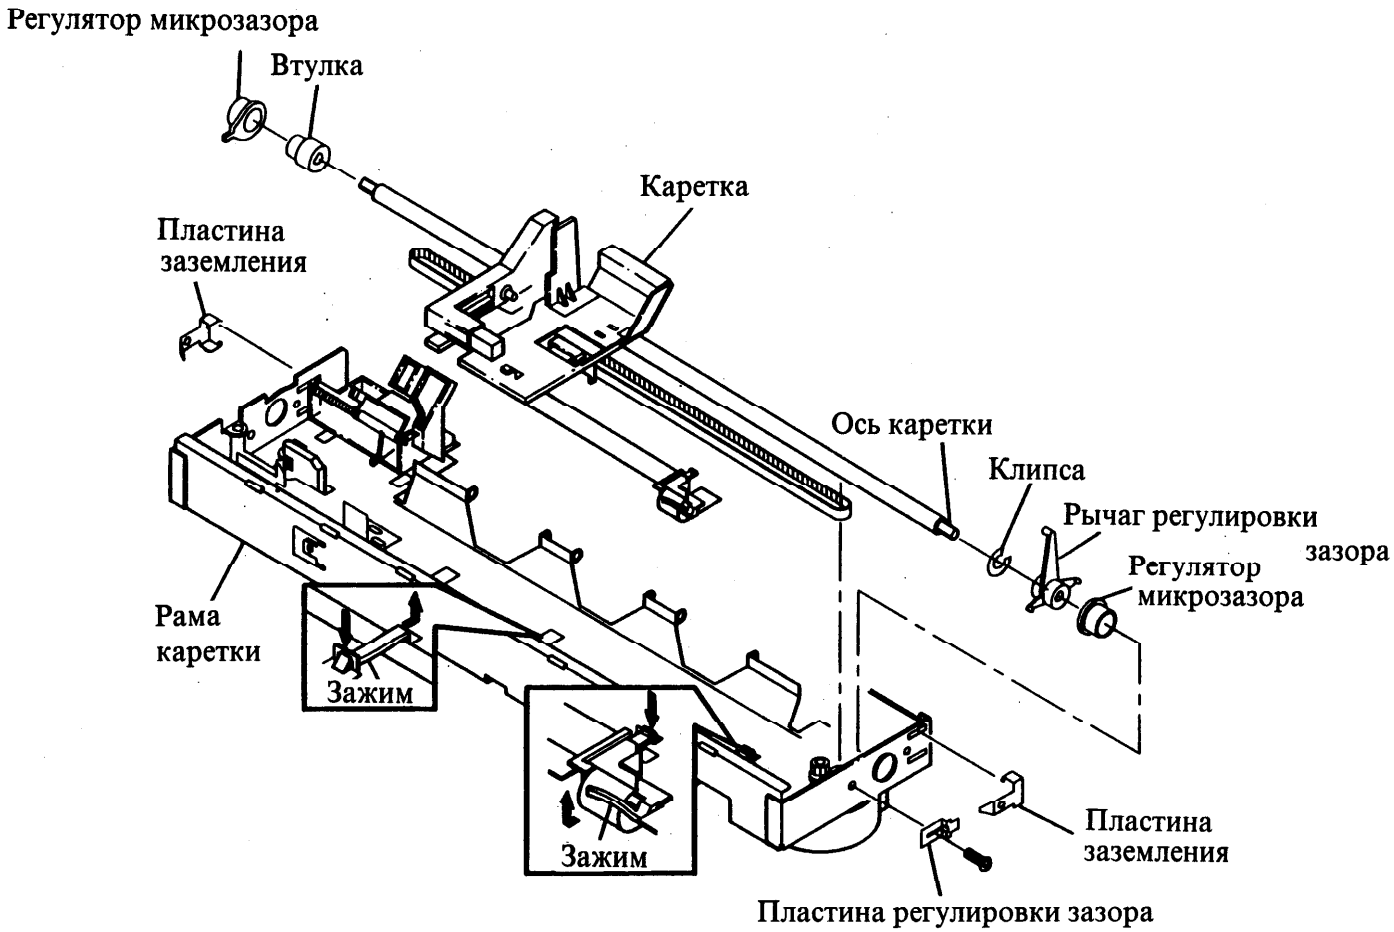

Рисунок 1 Снятие и замена каретки
4. Установите каретку (рис. 1).
f. Установите пластины заземления (2).